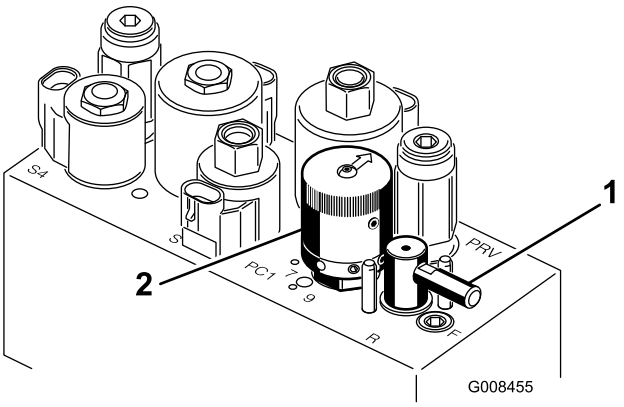

**Figur 50**
5. Drei slipespaken til stillingen "R" (Figur 50).
6. Drei spolehastighetskontrollen til posisjon 1 (Figur 50).